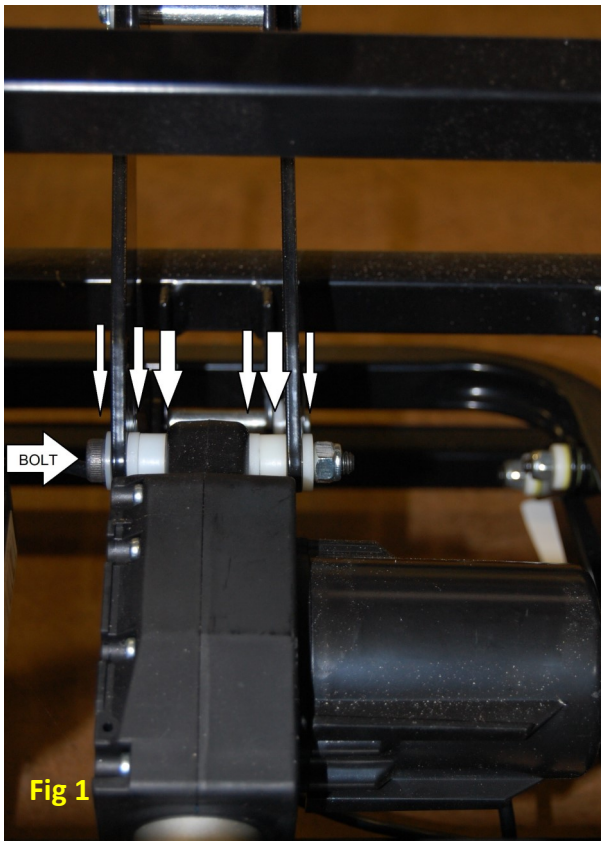

Fig 1
Step 1 - Align the lift motor (GM1450-C3M) with the recline straps. Insert shoulder bolt (BB5590) 3/8 x 2 1/2 through nylon washer (BB5003) 380 x 750 x 062, recline strap, nylon washers (BB5535) 394 x 750 x 125, and (BB5549) 403 x 750 x 312, motor, nylon washers (BB5535) 394 x 750 x 125, and (BB5549) 403 x 750 x 312, recline strap, nylon washer (BB5535) 394 x 750 x 125, and 3/8 x 16 zinc nylon lock nut (BB5588). Fig 1